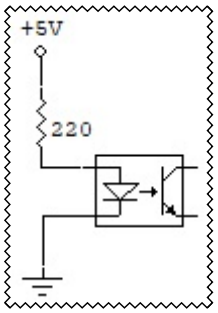

Fig. 2
2. Connect the circuit in Fig. 2 ; this will turn the optocoupler on. Once again measure the collector to emitter resistance (the resistance from pin 5 to pin 4.)